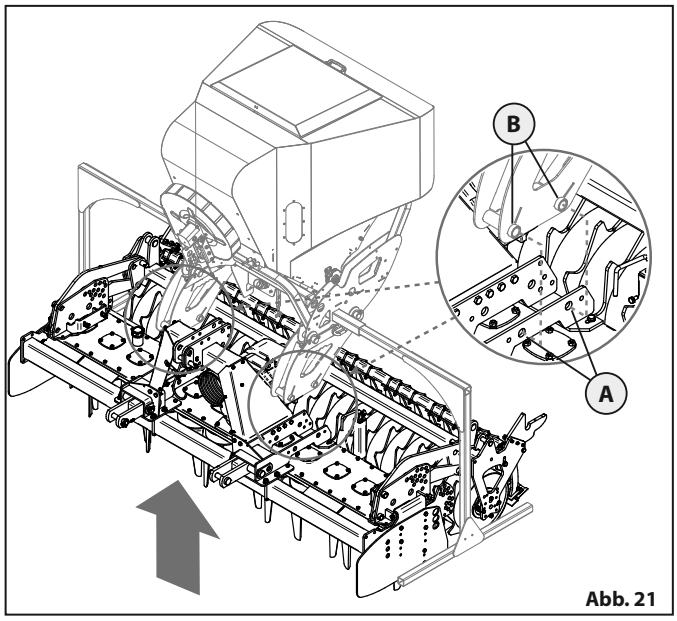

Abb. 21
- Die Egge soweit anheben, bis ihre Anschlüsse **A** auf die Anschlüsse **B** des Tanks ausgerichtet sind „Abb. 21".